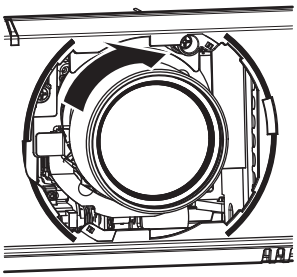

Abb. 2
**2) Drehen Sie das Projektionsobjektiv im Uhrzeigersinn, bis es klickt. (Abb. 2)**